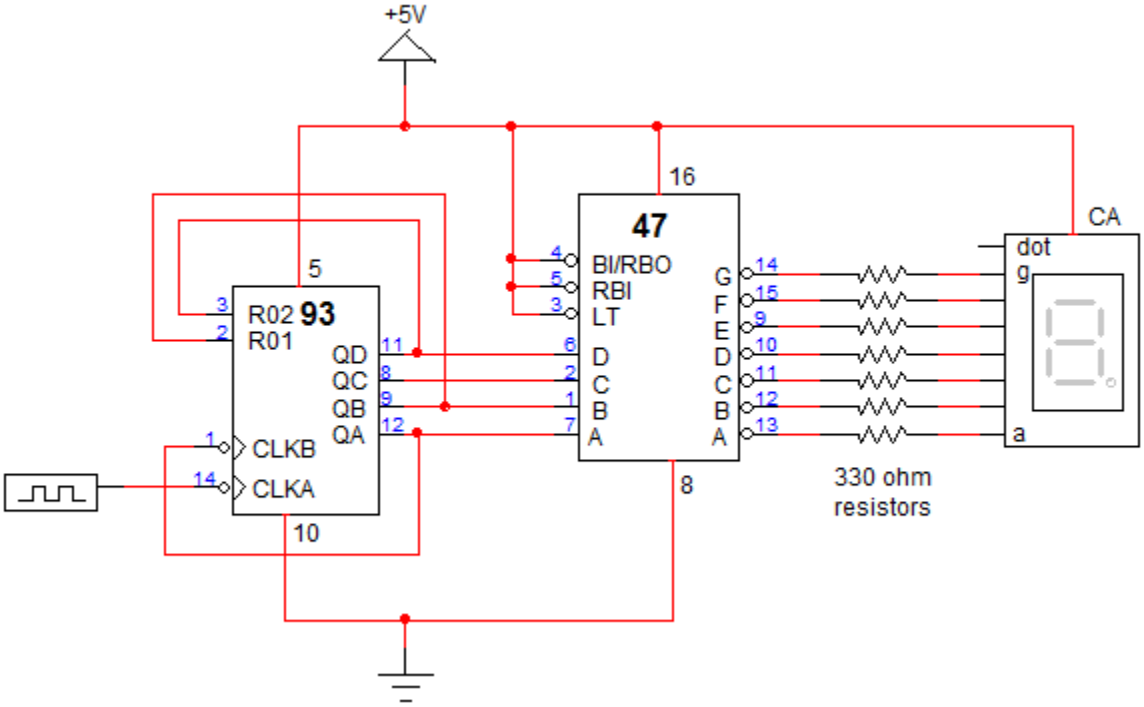

Figure 5. BCD Counter Circuit
2. Build the BCD counter given in figure 5. Check the BCD counting sequence on 7-segment display.
Bu sorunu çözmek için Figure 5'teki devreyi test ettiğimizde, sayaç 0’dan başlayarak 9’a kadar başarılı bir şekilde saydıktan sonra tekrar 0’a döndü ve aynı döngüyü sürdürdü. Bunun nedeni, 7449 decoder’ının 10 sayısına ulaştığında (binary olarak 1010) devremizde 1 olan Q4 ve Q2 bitlerini kullanarak reset girişlerini tetiklemesi ve böylece counter’ı sıfırlamasıdır. Bu sayede sayacı yalnızca 0-9 arasında çalıştırarak hatalı görüntülerin oluşmasını engellemiş olduk.